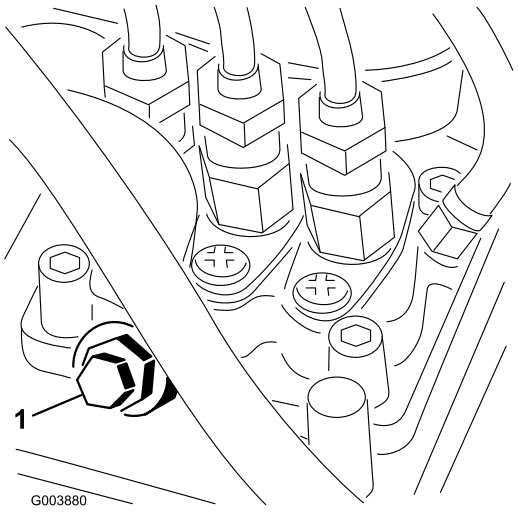

Figur 31
3. Åbn udluftningsskruen på brændstofindsprøjtningspumpen (Figur 31) med en 12 mm nøgle.